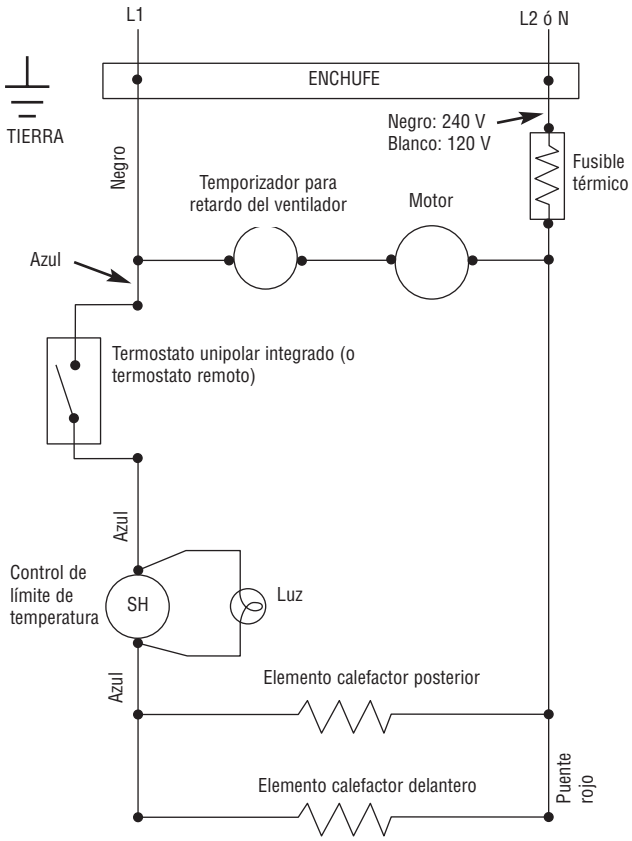

Figura 2 – Conexión del termostato interno del calefactor (si desea la menor potencia, desmonte el puente rojo).
5. Conecte los cables de alimentación a los dos (2) cables negros (en el modelo para 240/208 V), o a los cables negro y blanco (en el modelo para 120 V) con conectores adecuados (provistos por el instalador). Conecte el cable de tierra de la alimentación al cable de tierra del calefactor con el conector a rosca aislado suministrado (vea la figura 2).